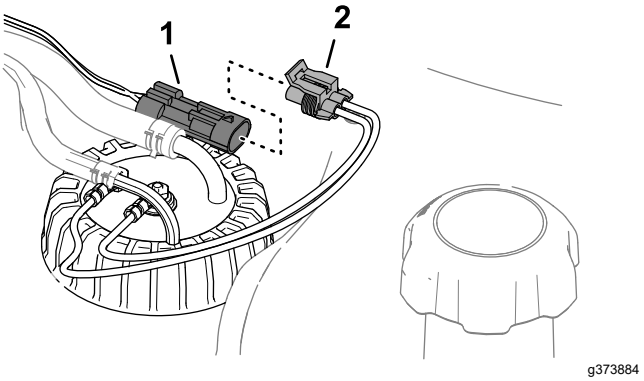

**Figuur 92**
3. Verwijder de connector met 2 contacten van de kabelboom van de brandstofsensor van de connector met 2 pinnen van de machinekabelboom (Figuur 92).